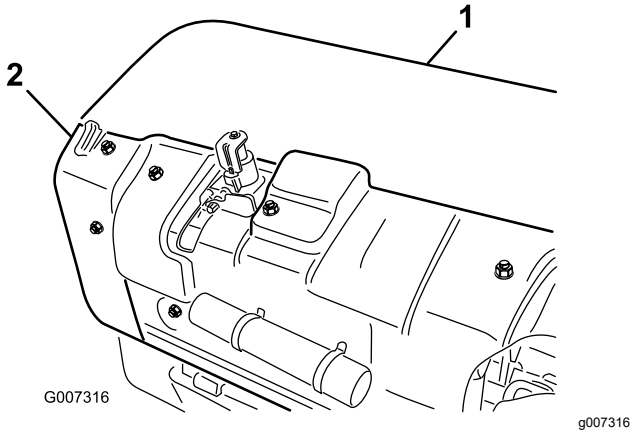

Figuur 34
A. Verwijder de achterkap van de beluchtingskop (Figuur 34).
B. Draai de montagebouten van het poeliedeksel los en verwijder het deksel (Figuur 34).